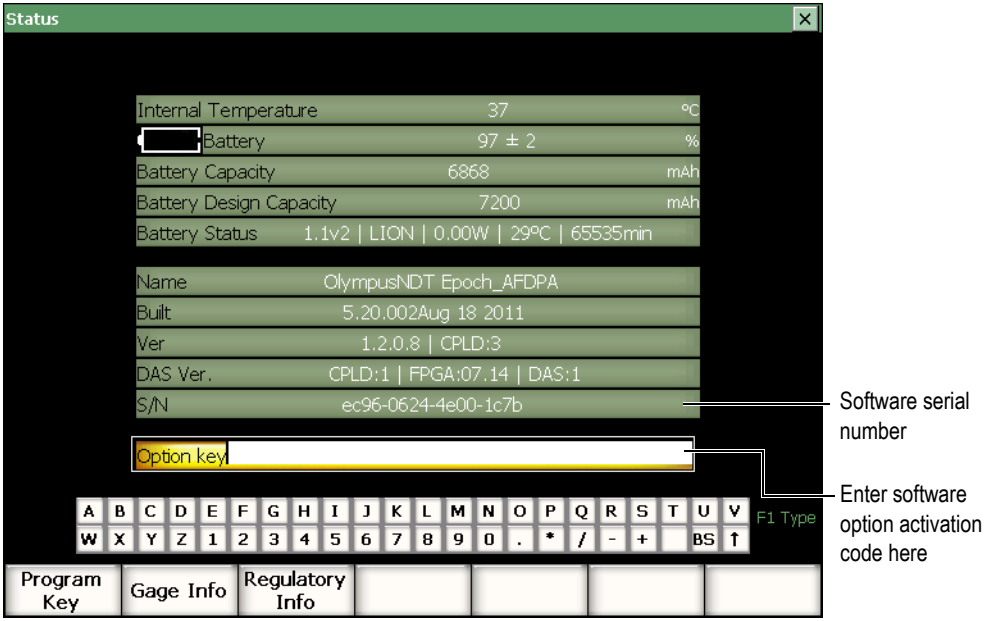

Figure 11-1 The Option key entry dialog box
1. Select **Inst Setup > Status** to open the **Status** setup page shown in Figure 11-1 on page 236.
5. Using the virtual keyboard, enter the activation code in the **Option key** box (see Figure 11-1 on page 236).